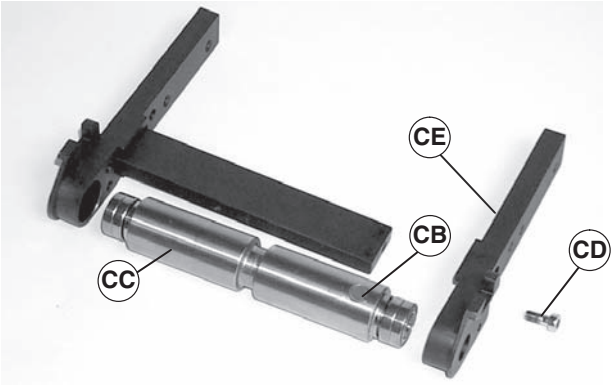

Figure 47
Note on which side of conveyor magnet (Figure 47, item CB) is located.
3. Locate magnet (Figure 47, item CB) on spindle and bearing assembly (CC).
4. Remove screw (CD) to separate head plate (CE) from spindle and bearing assembly.